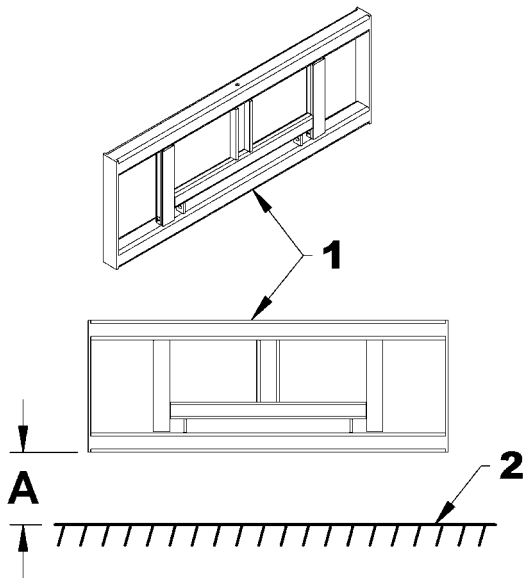

Figure 6B
B- BROOM INSTALLATION ON LOADER (Figures 6B to 10B)
Figure 6B: Place the equipment on a flat and clean surface. After the Loader hitch kit is installed on the loader, lower the hitch (item 1) and measure the distance (A) between the lowest point of the hitch (item 1) and the ground (item 2).